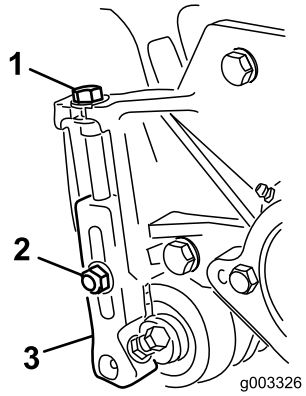

Figur 15
1. Lossa de låsmuttrar som fäster klipphöjdsarmarna på klippenhetens sidoplåtar (Figur 15).